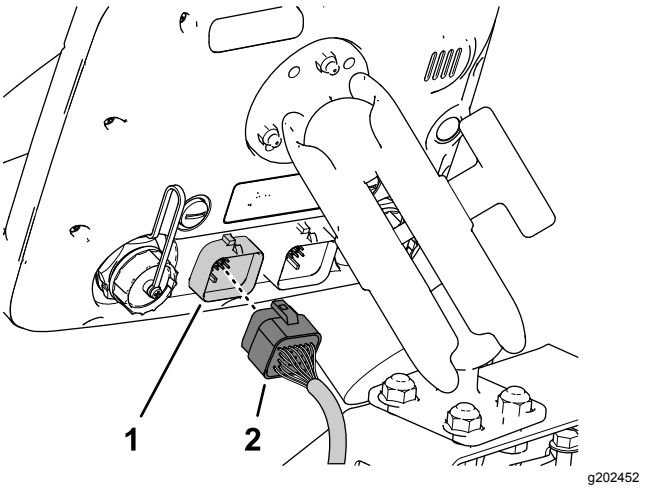

Rysunek 206
3. Przyłóż złącze 26-stykowe gniazdowe wiązki przewodów danych do złącza 26-stykowego monitora zraszacza i dociśnij złącze gniazdowe do złącza stykowego, aż zatrzaski złącza zaskoczą (Rysunek 206).